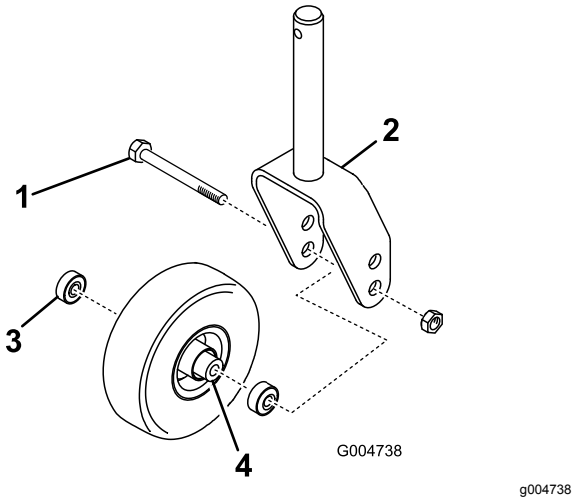
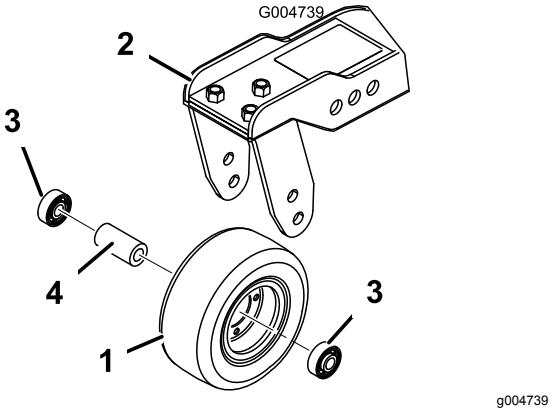

Figur 85
Figur 86
1. Lossa låsmuttern från den skruv som håller fast svänghjulet mellan svänghjulsgaffeln (Figur 85) eller svänghjulsarmen (Figur 86).
2. Ta bort lagret från hjulnavet och låt lagerdistansbrickan falla ut (Figur 85 och Figur 86).